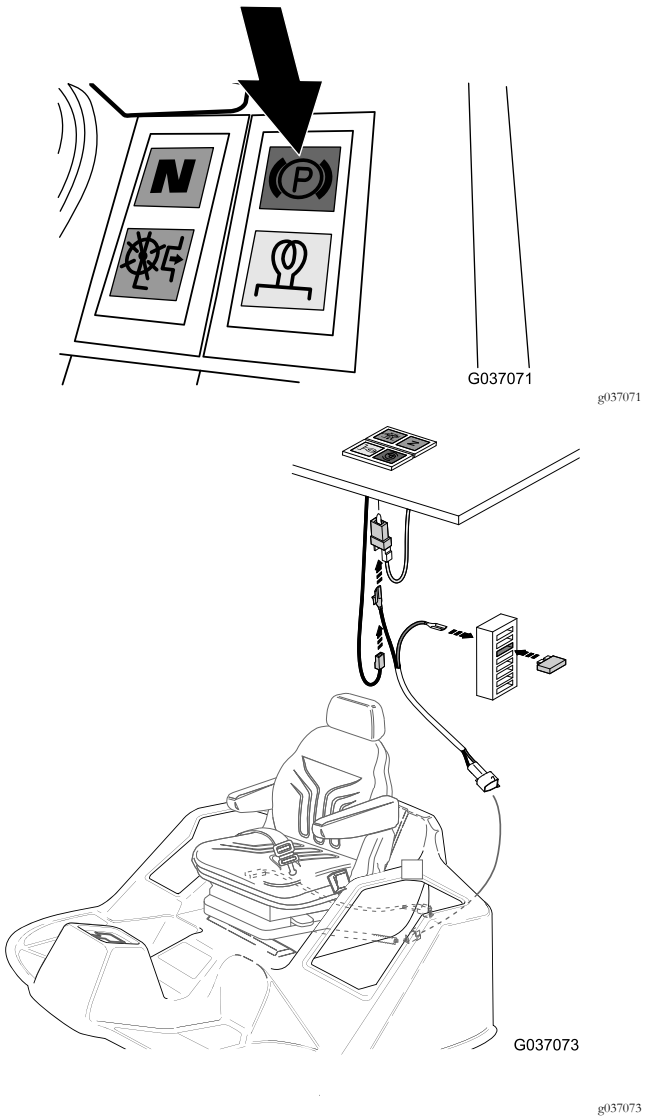
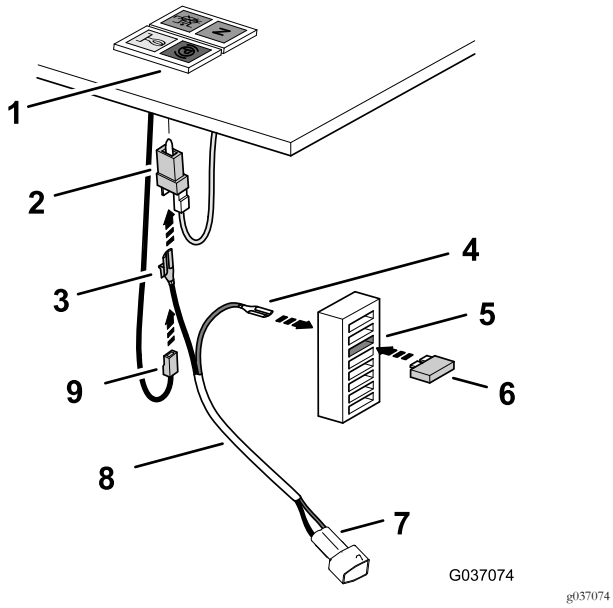

Figura 26
Figura 27
5. Lavorando sotto il quadro di comando, individuate il connettore della spia di parcheggio e rimuovete il connettore a presa per il filo nero dal connettore della spia di parcheggio (Figura 26).
6. Collegate il connettore a presa per il filo nero che avete rimosso al passaggio 5 sul morsetto a lama del connettore piggyback (filo nero) del cablaggio del relè (Figura 26 e Figura 27).
7. Collegate il connettore piggyback sul morsetto a lama del connettore della spia di parcheggio (Figura 27).
8. Nella parte posteriore del portafusibili, collegate il morsetto a presa (filo rosso) del cablaggio del relè sul connettore della lama del portafusibili nella posizione del 3° fusibile dall'alto del portafusibili (Figura 27).
9. Inserite il fusibile (10 A) nella posizione del 3° fusibile dall'alto del portafusibili (Figura 27).